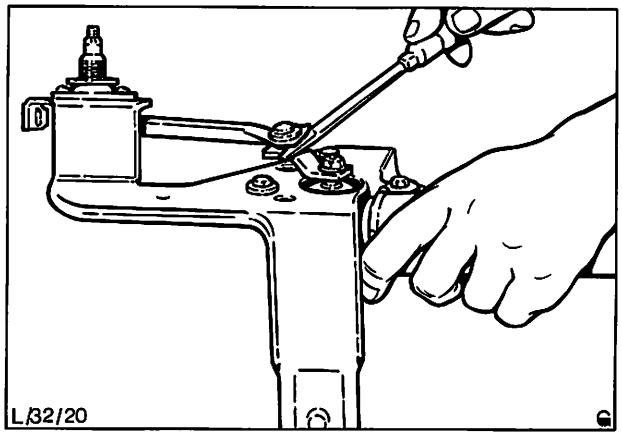

Abb. 45 Gestänge von der Antriebskurbel – Wischermotor abdrücken
7. Gestänge vorsichtig von der Antriebskurbel am Motor abdrücken, Abb. 45.